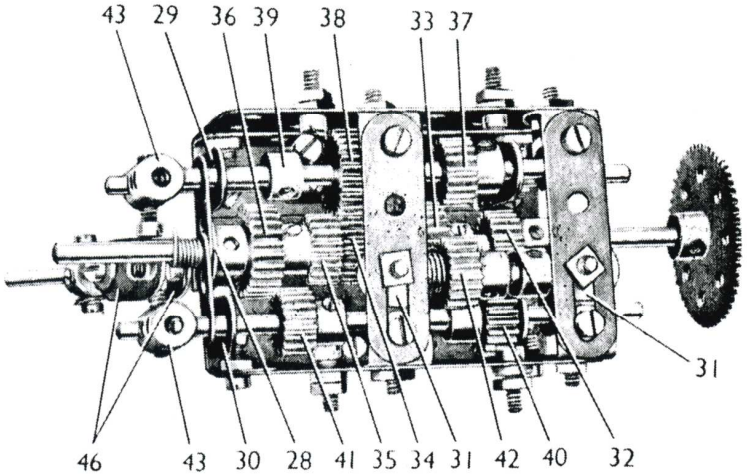

FIG. 7
Montage de la boîte de vitesses (Fig. 7)
Les engrenages sont logés dans une boîte dont le dessus est constitué par deux poutrelles plates de 6 trous boulonnées ensemble par leurs trous arrondis, et une cornière de 6 trous est fixée par ses trous allongés sur le bord extérieur de chaque poutrelle plate. Une plaque sans rebords de 75 × 38 mm. est fixée sur chaque cornière. Les boulons qui tiennent les poutrelles plates tiennent également une équerre de 25 × 25 mm. (28) (Fig. 7), et une pièce identique à l'autre extrémité de la boîte. Une équerre de 26 × 12 mm. est également fixée au centre des poutrelles plates, et elle porte un support plat de façon que le trou rond du support plat recouvre le trou allongé de l'équerre. L'équerre de 26 × 12 mm. est placée sous la bande glissière de 5 cm. qui apparaît au centre de la boîte.